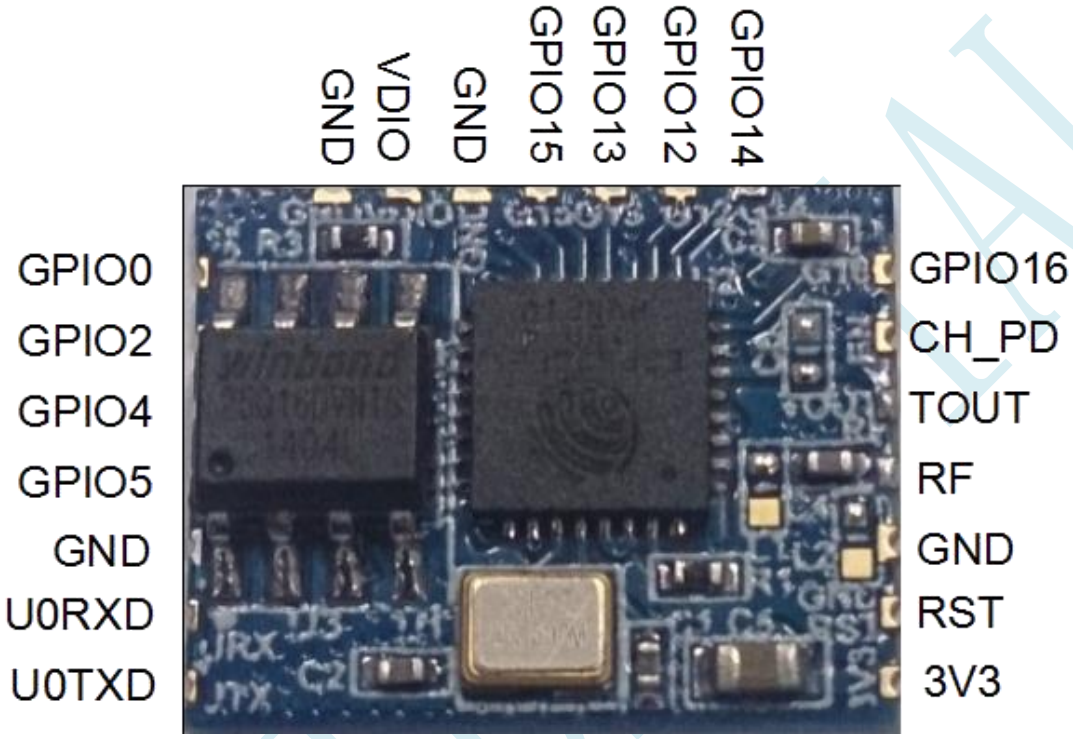

Figure 5: WROOM SMD Module
Refer to Figure 5 for pin definition. Module size is 11.8x15mm. Flash package is SOP8-150mil. Refer below for usage of SMD module (Tables in section 1.2.1 for reference):
1.3.2. Sensor Application (as in Fig. 5 USB Sensor Demo)